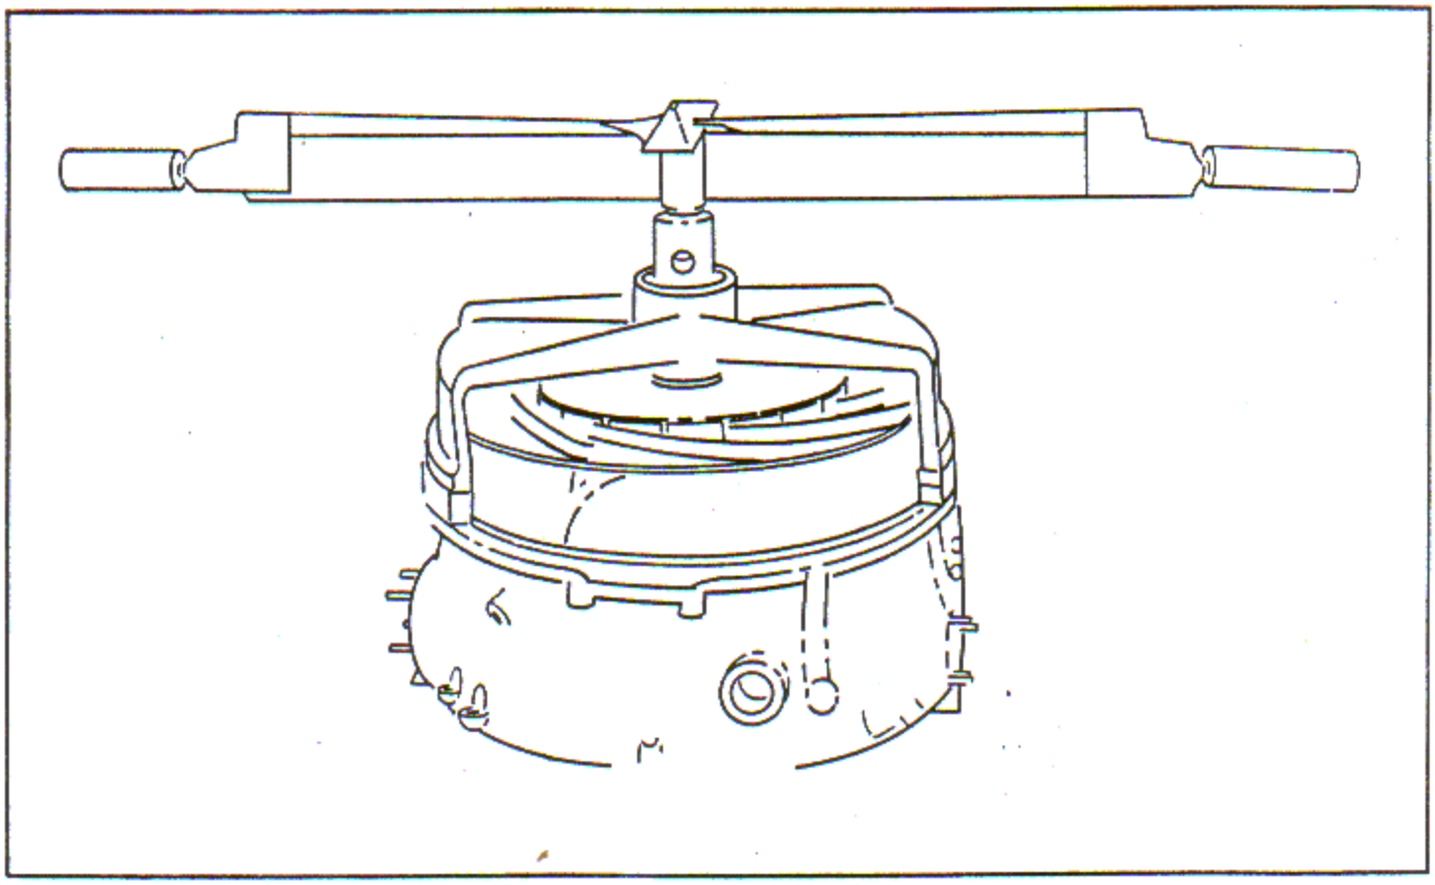

Figure 7-36. Torquing Impeller Shaft Nut
f. Place wrench piloting support over the impeller and secure the support on the front parting surface of the supercharger housing. Install impeller shaft front nut lug wrench on the nut and tighten the impeller nut to the value specified in reference 922, Table of Limits, Section IX, using torque wrench. See figure 7-36. Remove the wrench support. Insert cardboard strips between the diffuser plate and the impeller vanes around the outer circumference of the impeller.